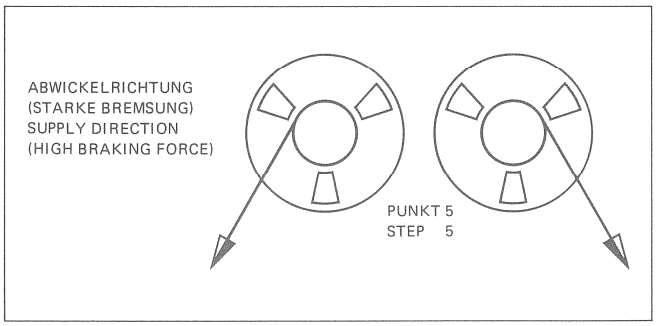

Fig.3.5
5. **Braking force adjustment in supply direction** (heavy braking) -> Fig.3.5